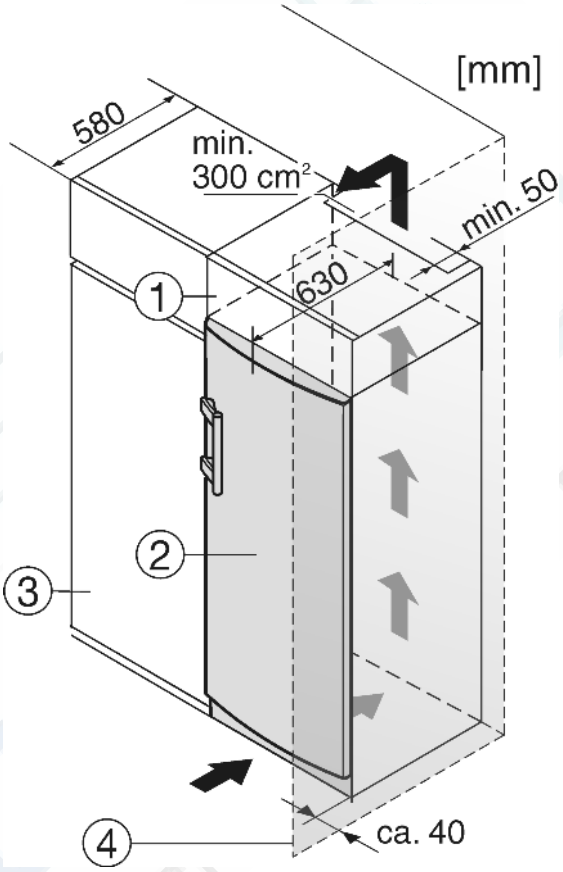

Fig. 8
(1) Дополнительный шкафчик
(2) Устройство
(3) Кухонный шкаф
(4) Стенка
Устройство может быть окружено предметами кухонной обстановки. Чтобы уравнять устройство *Fig. 8 (2)* по высоте с кухонной стенкой, можно установить над устройством соответствующий дополнительный шкафчик *Fig. 8 (1)*.
При комбинировании с обычными кухонными шкафами (глубина макс. 580 мм) устройство можно установить непосредственно рядом с кухонным шкафом *Fig. 8 (3)*. Дверь устройства выступает по сторонам на 34 мм и по центру устройства на 50 мм относительно передней стенки кухонного шкафа. Поэтому ее можно свободно открывать и закрывать.
Если устройство установлено на шарнирах у стены *Fig. 8 (4)*, то расстояние между устройством и стеной должно быть не менее 40 мм. Настолько выступает ручка при открытой дверце.